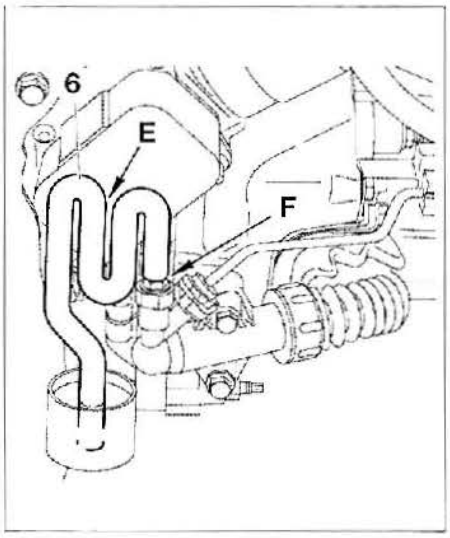

FIG. 9
• Acoplar un tubo transparente (6) al tornillo de purga (en "F") **(fig. 9).**